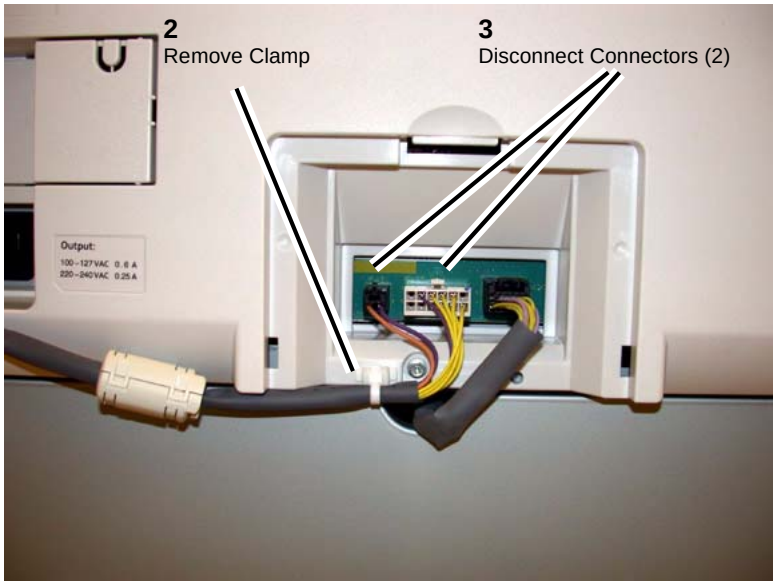

Figure 2 Disconnect Connectors
(2)Remove Clamp. (Figure 2)
(3)Disconnect Connectors (2). (Figure 2)